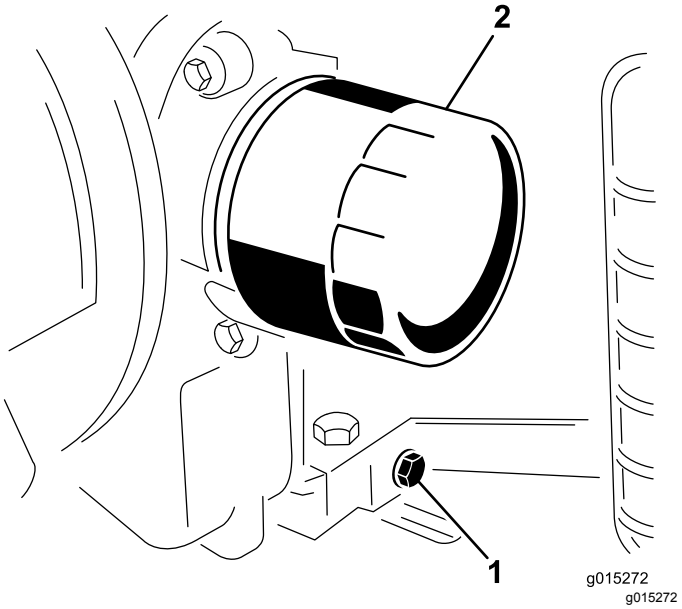

Figura 15
4. Coloque um recipiente debaixo do orifício de escoamento de óleo. Retire o tampão de escoamento para que o óleo escorra (Figura 15).